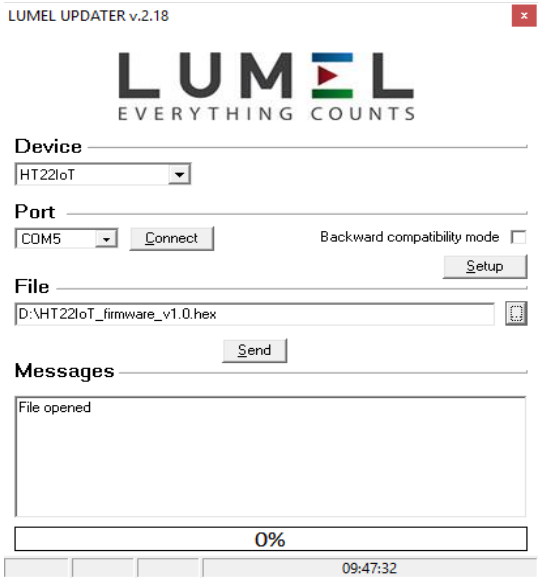

Fig. 23. View of the program to upgrade the firmware.
After starting the eCon program the speed, mode, the monitor IP address and RS-485 port must be set in the ***Communication*** tab. Then click the icon. **Connect**. Then click the link **Upgrade firmware** which will display the window of LUMEL UPDATER (LU) – **Fig. 23.** Click the ***Connect*** button ***Messages*** information window contains info about the progress of the upgrade process. When the port is properly opened the display shows: ***Port opened***. Switching to the upgrade mode is performed remotely via LU (based on the settings in eCon or the website - address, mode, speed, COM port) - upgrade according to the recommended communication parameters, i.e. speed 115200 kb/s, 8N2 mode. If the monitor establishes communication with LUMEL UPDATER the following message is displayed in LU program***Device found: HT22IoT*** and the version of the main program and the bootloader of the connected device, and the monitor display will show the message "Device is ready." Then, while pressing the button „ ***...*** " load the file with the new version of the software in LUMEL UPDATER. When the file is properly opened, LU program displays information ***File opened***. Press the ***Send*** button. During upgrade, the percentage update progress is displayed on the bottom row of the display. After successful upgrade the monitor switches to normal operation, and the information window shows **Done** and the upgrade duration.